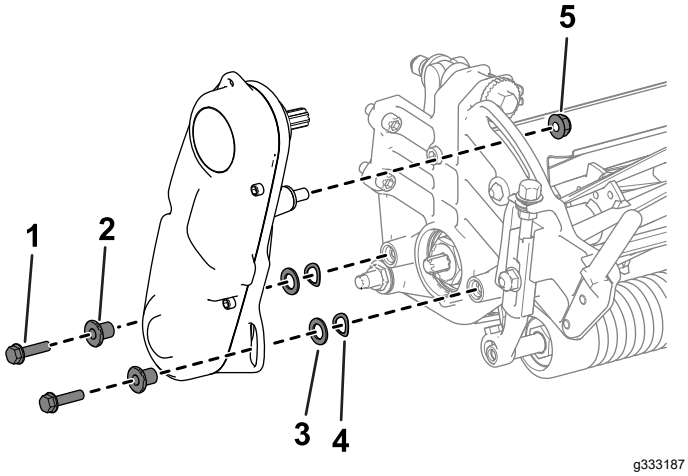

Figur 44
2. Fjern boltene som fester spoledrivenheten til sideplaten (Figur 44).
3. Fjern spoledrivenheten, de flate skivene, fjærskivene og avstandsstykkene fra sideplaten (Figur 44).